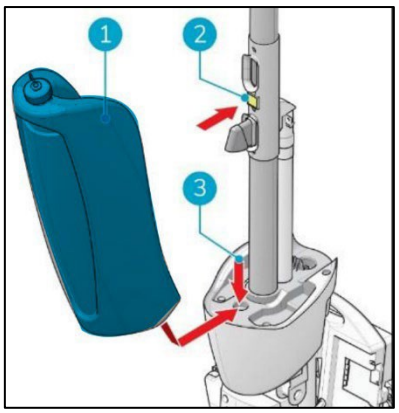

figure 31.
18. Put the bottom of the recovery tank (Figure 31, pos 1 and pos 3) on the front of the i-mop® XL
19. Push the top of the tank into place until you hear a "click" sound, the magnet (Figure 31, pos 2) will lock the recovery tank into place.